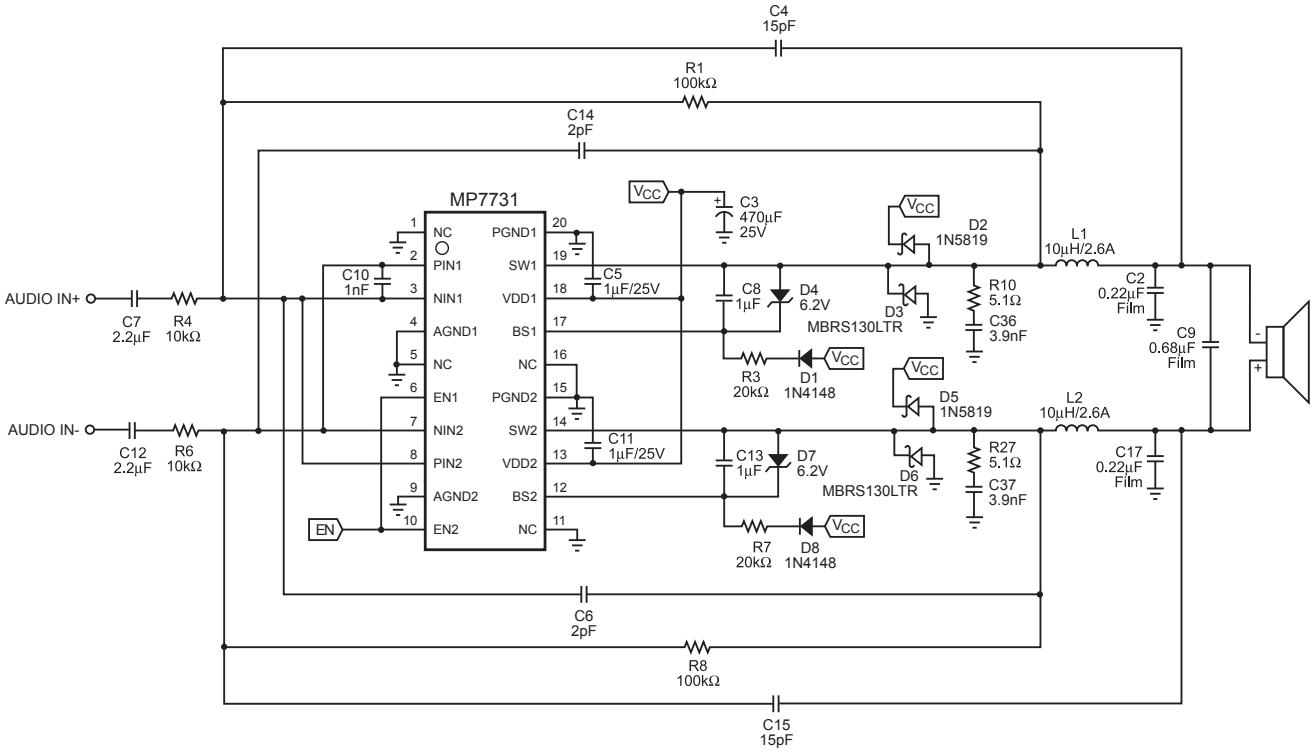

Figure 1— Mono Full Bridged Circuit
6) Operating Specifications are for the IC in Typical Application circuit (Figure 1).
Circuit of Figure 1, V_{DD}=16.5V, T_A=25°C, unless otherwise noted.
The MP7731 uses a minimum number of external components to complete a fully bridged Class D audio amplifier. The circuit in Figure 1 shows a typical application. Use the following sections to customize the amplifier for your particular application.
Two identical LC filters are required in the typical application. The inductor-capacitor (LC) filter is a second order filter that converts the pulse train at SW (Pins 14, 19) to the output differential signal that drives the speaker. Typical values for the LC filters are shown in Figure 1. The characteristic frequency of the LC filter needs to be high enough to allow high frequency audio to reach the output, yet needs to be low enough to filter out high frequency contents of the pulses from SW.